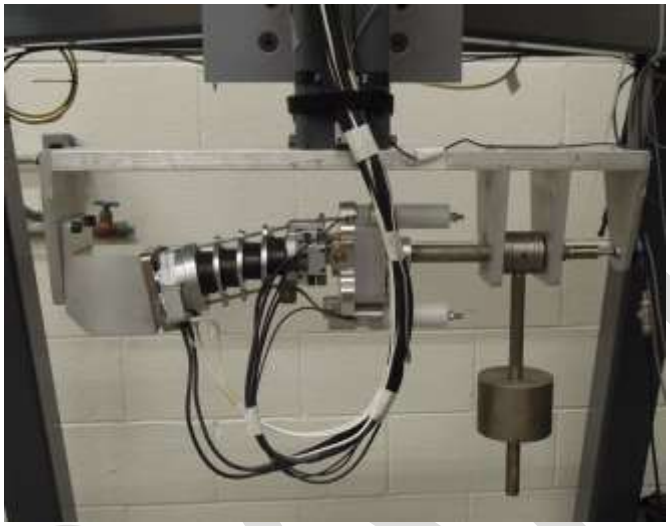

Figure 3-2. Neck torsion fixture with THOR-05F adaptors
- Neck torsion fixture (DL472-1000) with upper and lower neck THOR-05F adaptors (Figure 3-2).